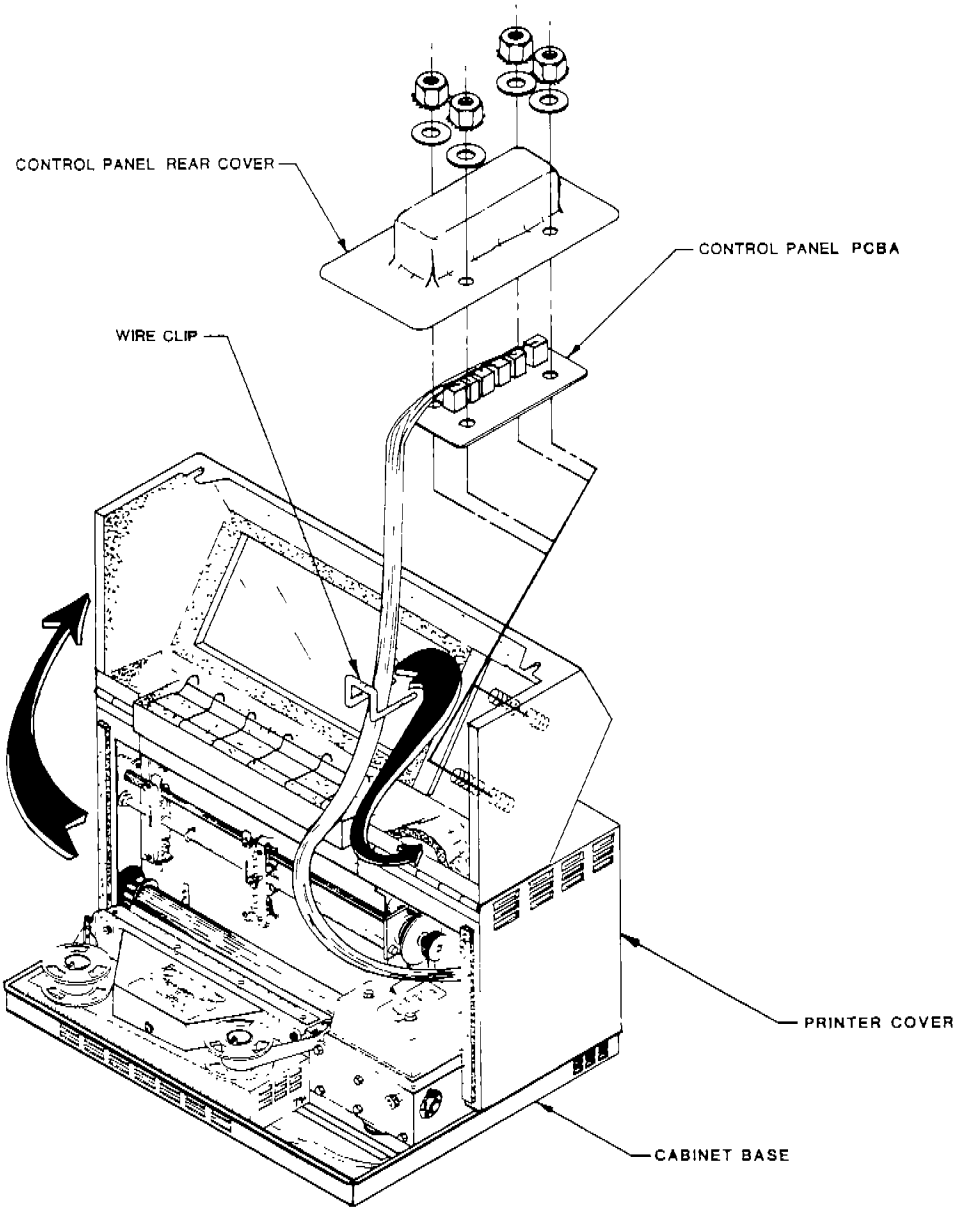

FIGURE 3-2.
The Printer cabinet (Figure 3-2) consists of a cabinet base with a removable cover. A hinged front cover allows access for interior cleaning by the operator. The Control Panel PCBA is mounted on the inside of the hinged front cover.
2. Refer to Figures 3-2 and 3-3; remove the four nuts and two washers that hold the control panel and its rear cover to the cabinet.
2. Refer to Figure 3-2; remove the four nuts and washers that attach the control panel and its rear cover to the cabinet. Remove the rear cover leaving the panel in place.